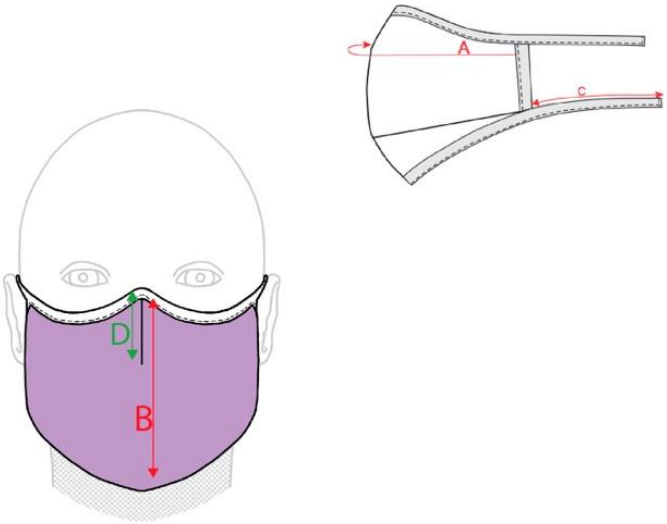

Figura 7
5.1 Las medidas de prenda terminada sugeridas para la mascarilla facial de tela (modelo 3.1.1.) se especifica en el Tabla 1. (Véase figura 7).